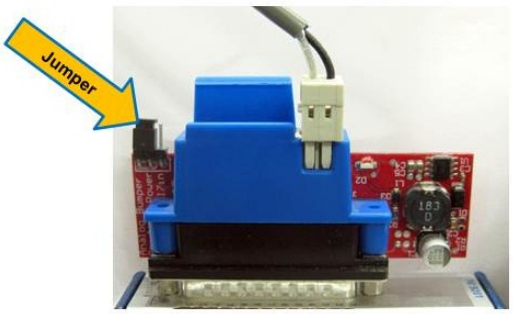

Figure 4-10: Jumper for Battery Voltage Reading
C. A jumper must be installed in the “Power” position (two outer pins) on the Analog Breakout Board (see Figure 4-10).